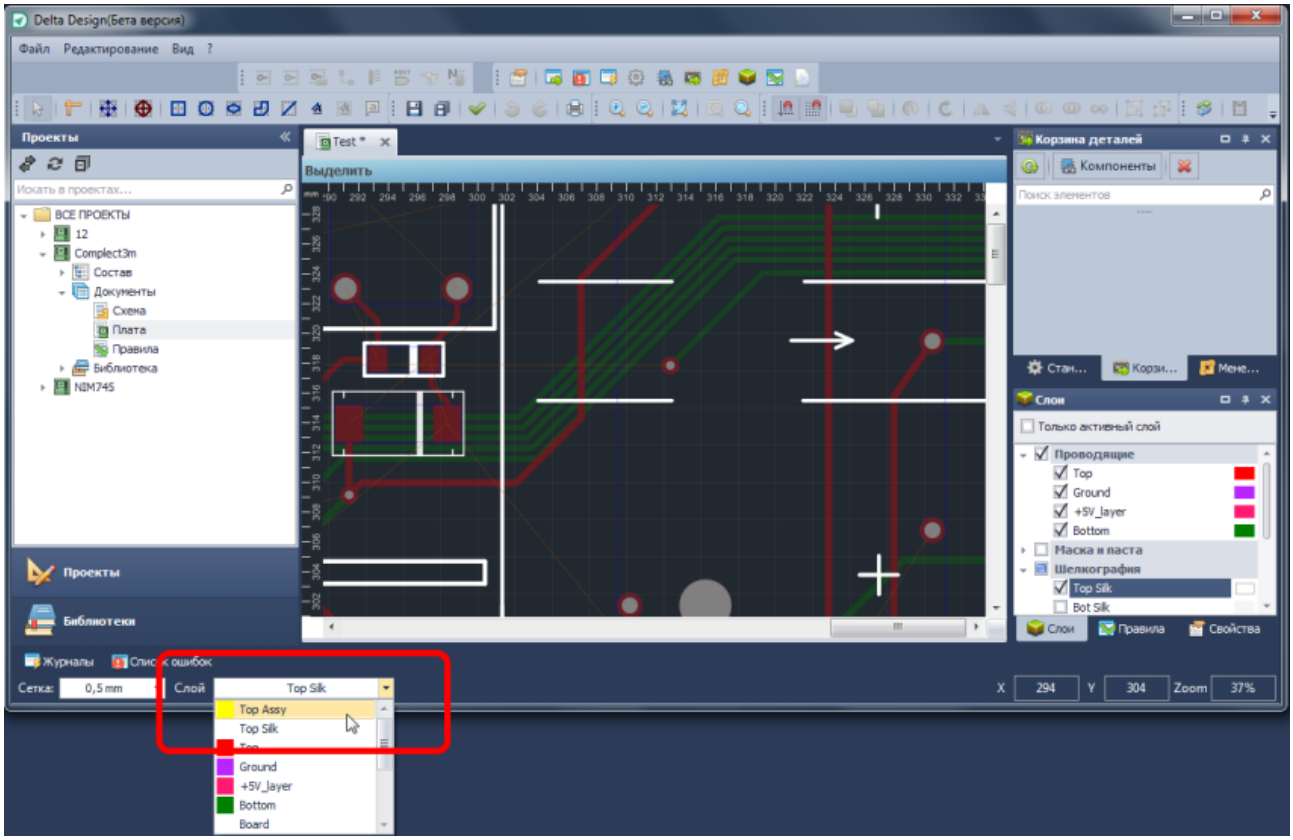

Рис. 707. Выбор слоя для размещения графики
1. С помощью списка слоев в редакторе плат выбрать нужный слой из групп «SILK», «ASSEMBLY» или «DOCUMENTUM», см. Рис. 707.